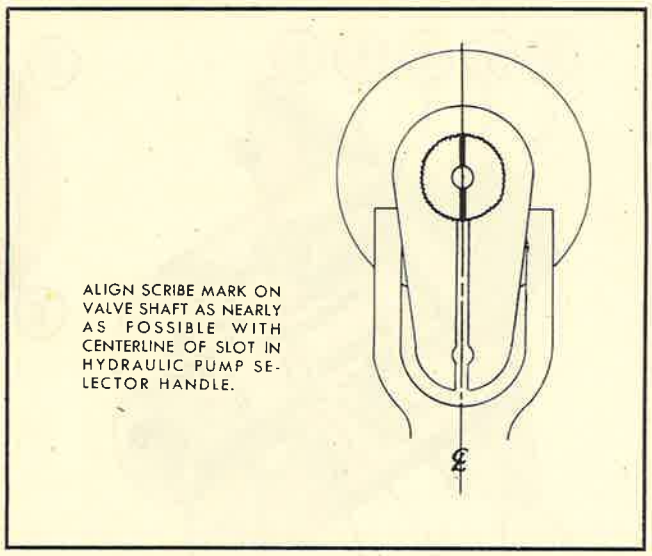

Figure 366B—Timing Hydraulic Pump Selector Valve—Late Airplanes
a. Timing of the hydraulic pump selector valve is accomplished as indicated in figure 366B.
The center line of the handle must coincide exactly with the index mark on the shaft to insure accurate positioning of the porting plate with respect to the shear-seals in order to prevent internal leakage. This is the only way the hydraulic pump selector valve can be timed. See figure 366B.